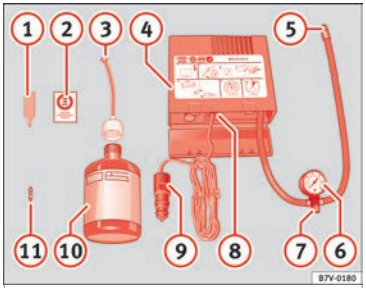

Fig. 58 Standard representation: contents of the anti-puncture kit.
- Unscrew the tyre valve cap and insert. Use the ››› **Fig. 58** (1) tool to remove the insert. Place it on a clean surface.
- Shake the tyre sealant bottle vigorously ››› **Fig. 58** (10).
- Screw the inflator tube ››› **Fig. 58** (3) into the sealant bottle. The bottle's seal will break automatically.
- Remove the lid from the filling tube ››› **Fig. 58** (3) and screw the open end of the tube into the tyre valve.
- Place the insert back into the tyre valve using the tool ››› **Fig. 58** (1).
- Screw the compressor tyre inflator tube ››› **Fig. 58** (5) into the tyre valve.
- Check that the air bleed screw is closed ››› **Fig. 58** (7).
- Insert the connector ››› **Fig. 58** (9) into the vehicle's 12-volt socket ››› **page 138**.
- Turn the air compressor on with the ON/OFF switch ››› **Fig. 58** (8).